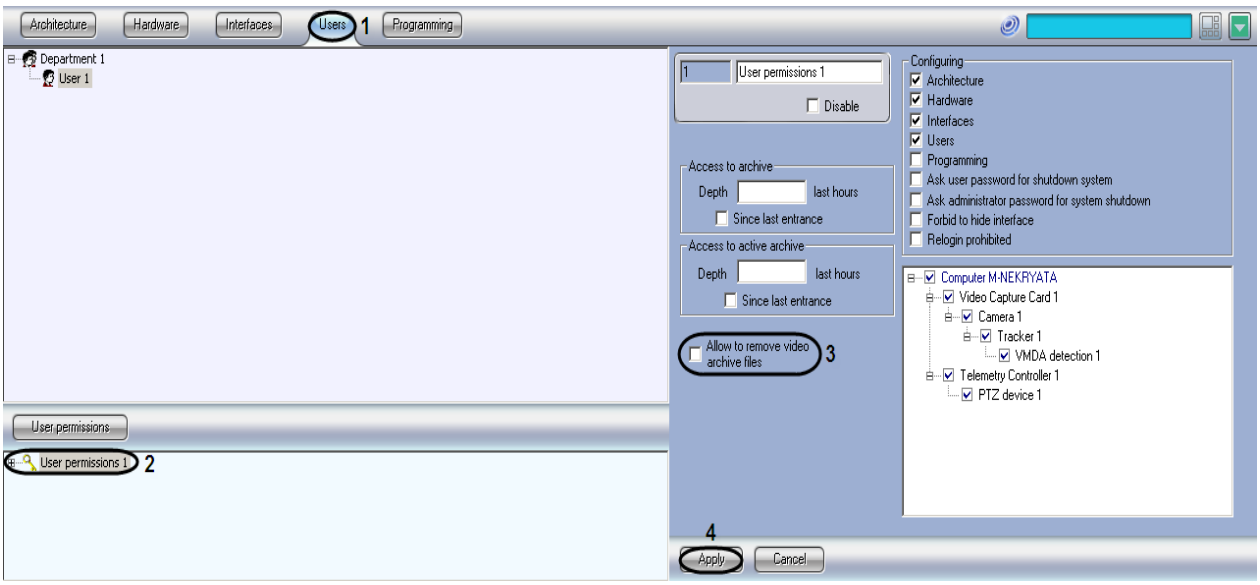

Figure 8.22-17 Prohibition to remove video archive files
1. Go to the "Users" tab in the "System Settings" dialog box (Figure 8.22-17, 1).
2. In the objects tree that is below the "User permissions" button in the the "Users" tab, select an object with the same name as the permissions to be changed (Figure 8.22-17, 2).
1. To allow an Operator remove video archive files, set the “Allow to remove video archive files” checkbox (Figure 8.22-17, 3). If the Operator is not allowed to remove video archive files, leave this box unchecked.
2. To save the changes in INTELLECT ™ software, click the “Apply” button (Figure 8.22-17, 4).